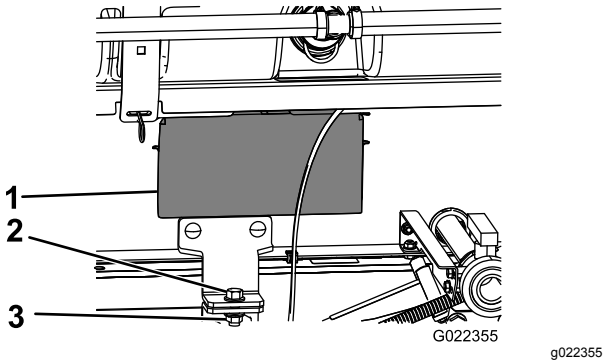

Figur 13
12. Brug adgangspanelerne på begge sider af tankplatformen til at kontrollere, om nogen af slangerne eller ledningerne er blevet klemt (Figur 13).
15. Fastgør tankplatformenheden på stellet med en bolt (½" x 1½") og en låsemøtrik (½") som vist i Figur 13.